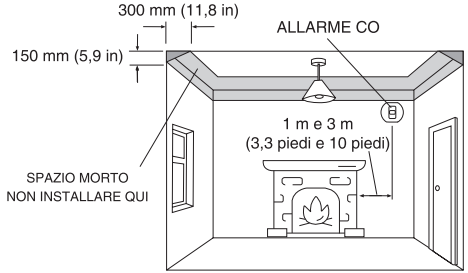
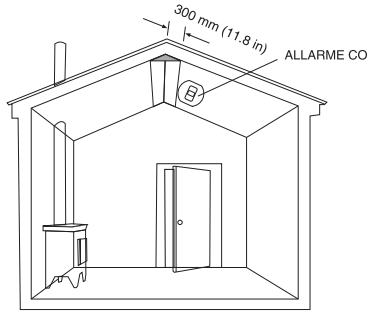

Figura 1: Installazione in una stanza con un apparecchio a combustione
Figura 2: In stanze con soffitti inclinati, il rilevatore di CO dovrebbe essere posizionato sul lato alto della stanza
1. Installare un rilevatore di CO in una stanza con un apparecchio a combustione (vedere Figura 1 e Figura 2):
In stanze con soffitti inclinati, il rilevatore di CO dovrebbe essere posizionato sul lato alto della stanza (vedere Figura 2).